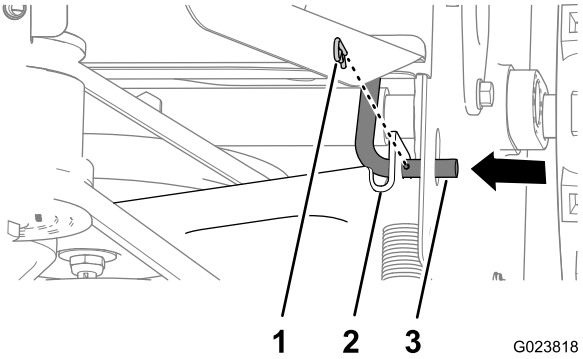

Figuur 41
2. Verwijder de haarspeldveer uit de bedieningsstang van de tractie-aandrijving Figuur 41
3. Verwijder de bedieningsstang van de tractie-aandrijving van de beugel van de tractiebediening door de stang naar binnen te bewegen (Figuur 41).
5. Duw de beugel van de tractiebediening naar achteren en lijn het gat in de beugel uit met de bedieningsstang van de tractie-aandrijving (Figuur 41).
6. Steek de stang door de beugel en zet de stang vast met de haarspeldveer (Figuur 41).